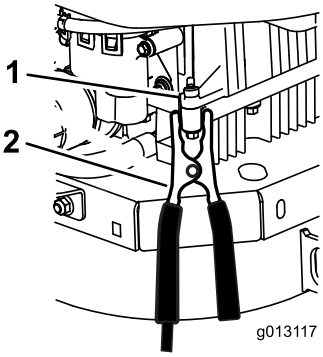

Figur 51
6. Foretag den sidste tilslutning på **motorblokken** (ikke på batteriets minuspol) på maskinen med det afladede batteri væk fra batteriet, og træd tilbage (Figur 51).